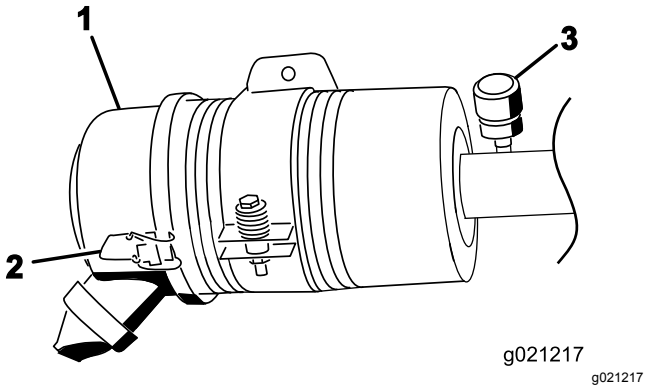

Figur 80
Efterse kun luftfilteret, når serviceindikatoren viser, at det er nødvendigt (Figur 80). Hvis du udskifter luftfilteret, før det er nødvendigt, øger du blot risikoen for, at der kommer snavs ind i motoren, når filteret afmonteres.
2. Åbn låsene, der fastgør luftfilterdækslet til luftfilterhuset (Figur 80).